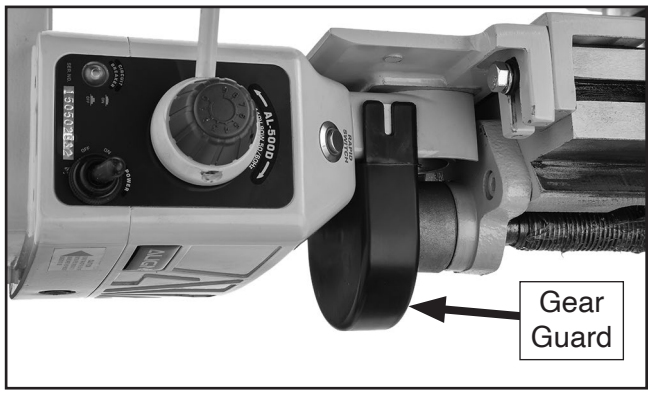

Figure 61. Location of gear guard.
2. Remove gear guard (see **Figure 61**).